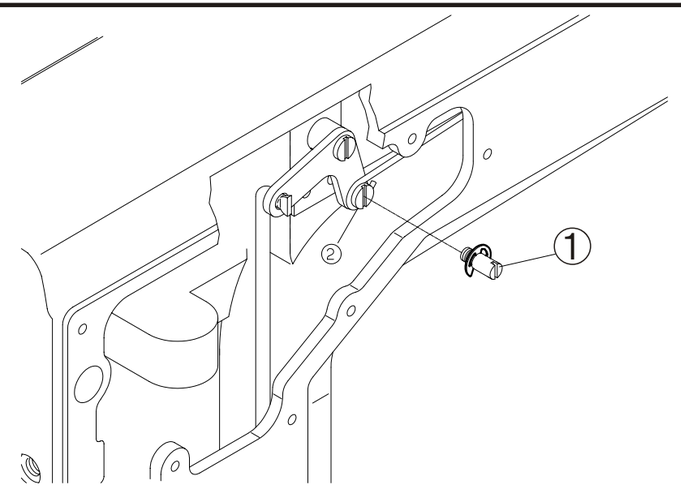

Fig. 8
(1) Pasos del ensamblado
a. Remueva la tapa de la placa en la parte posterior de la maquina. Después, reemplace el tornillo 2 con un tornillo provisto 1. (Fig. 8)